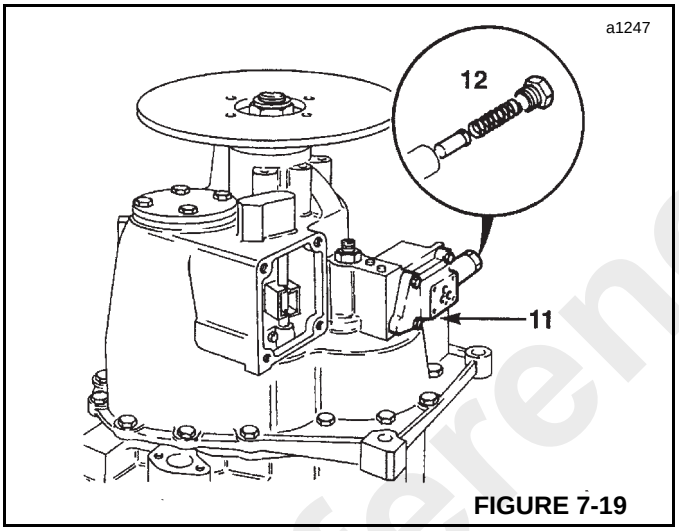

FIGURE 7-19
11. Unscrew four bolts and remove pressure maintenance valve (11, Figure 7-19).
12. Unscrew plug and remove pressure maintenance spool and spring (12).